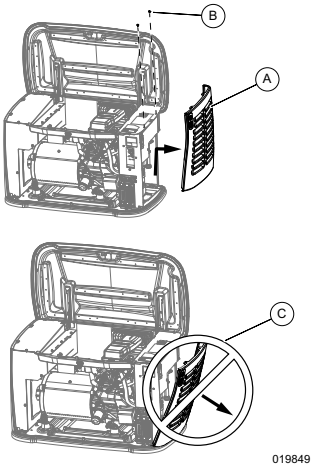

Figure 3-3. Intake Side Panel Removal
See *Figure 3-3*. Intake side panel (A) must be removed to access battery compartment, dual shutoff valve, and sediment trap.